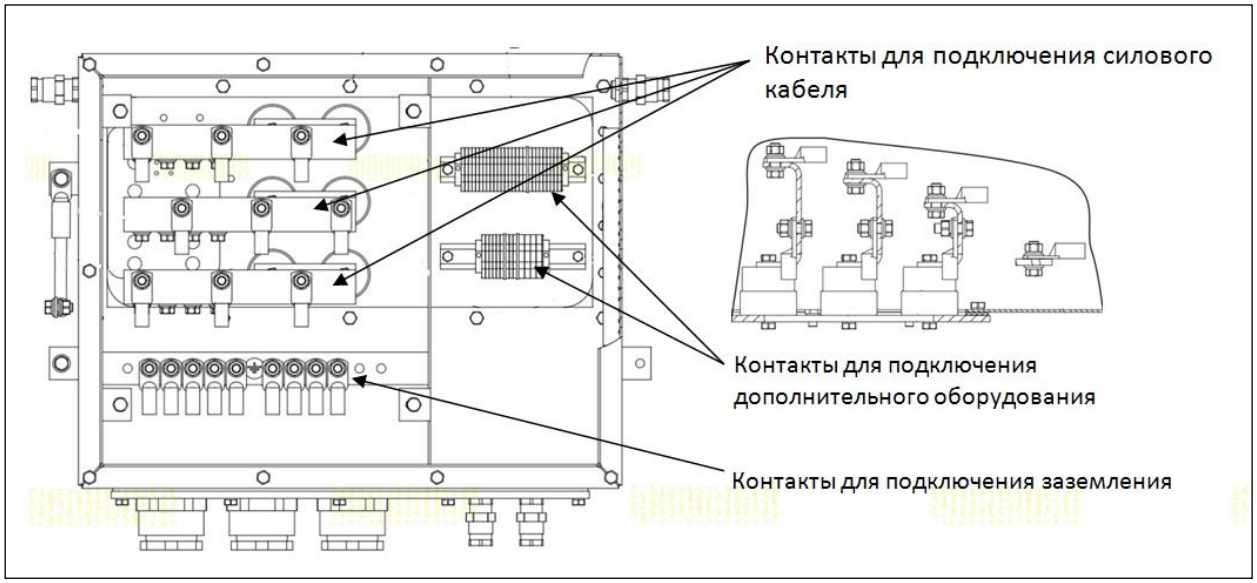

Рис. 5.1. Размещение контактов в коробке выводов и подключение кабеля.
5.4 В коробке выводов предусмотрены три главных контакта и не менее одного зажима заземления (обычно девять из расчета три кабеля с тремя силовыми жилами сечением 95 – 120 мм^2 и тремя заземляющими проводами) Рис. 5.1. Кроме силовых клемм и зажимов заземления в коробке выводов предусмотрены соединения для термометров сопротивления, нагревательных элементов, контакты для подключения энкодера и силовые для подключения вентилятора охлаждения.